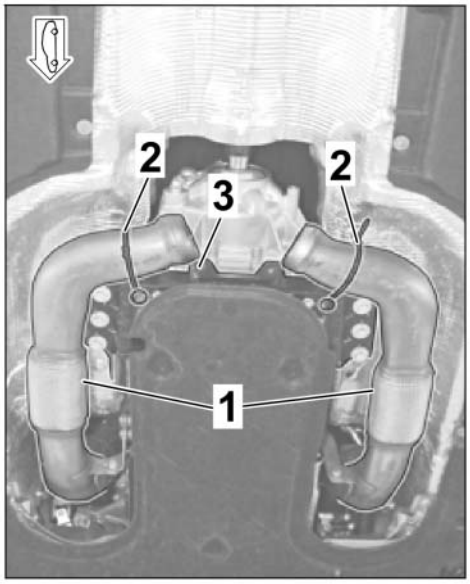

Figure 23
3.1.6 Secure decoupling element (left/right) to the transmission support with a tie-wrap/wire to prevent it from folding down (⇒ *Figure 23*).